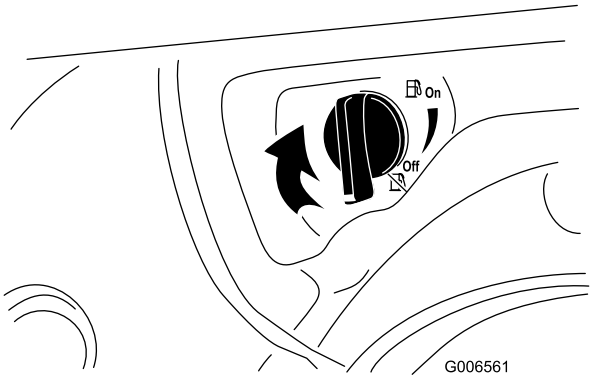

Bild 28
4. Schließen Sie den Kraftstoffhahn durch Drehen nach rechts (Bild 28).